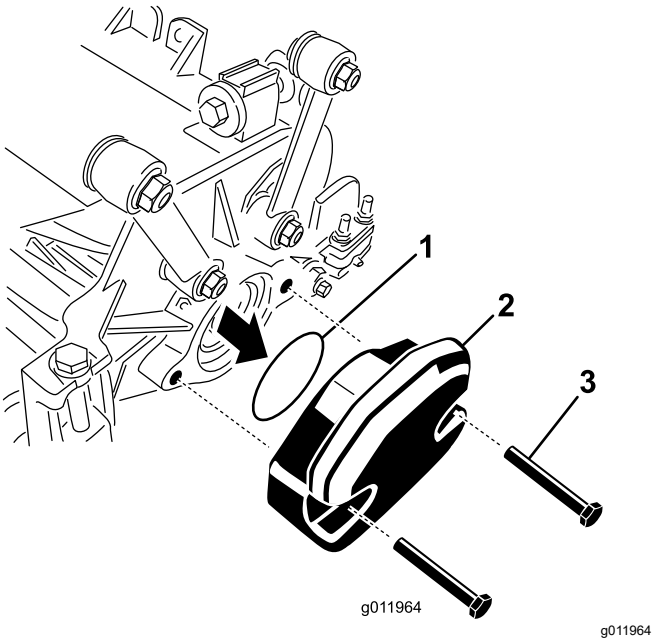

Figuur 23
2. Verwijder het gewicht en de O-ring (Figuur 23) van de binnenzijde van het rechtermaaidek.